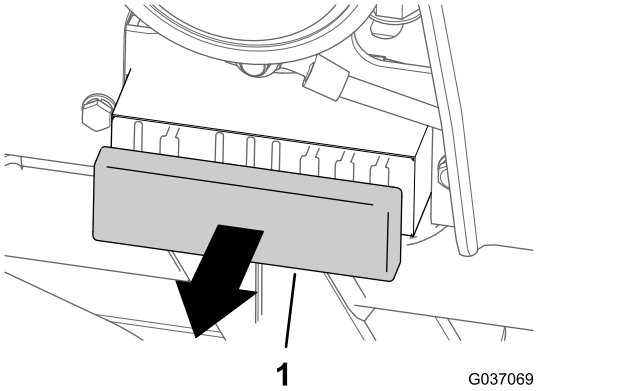

Figure 7
1. Remove the cover from the fuse block (Figure 7).
3. Install the cover on to the fuse block (Figure 7).